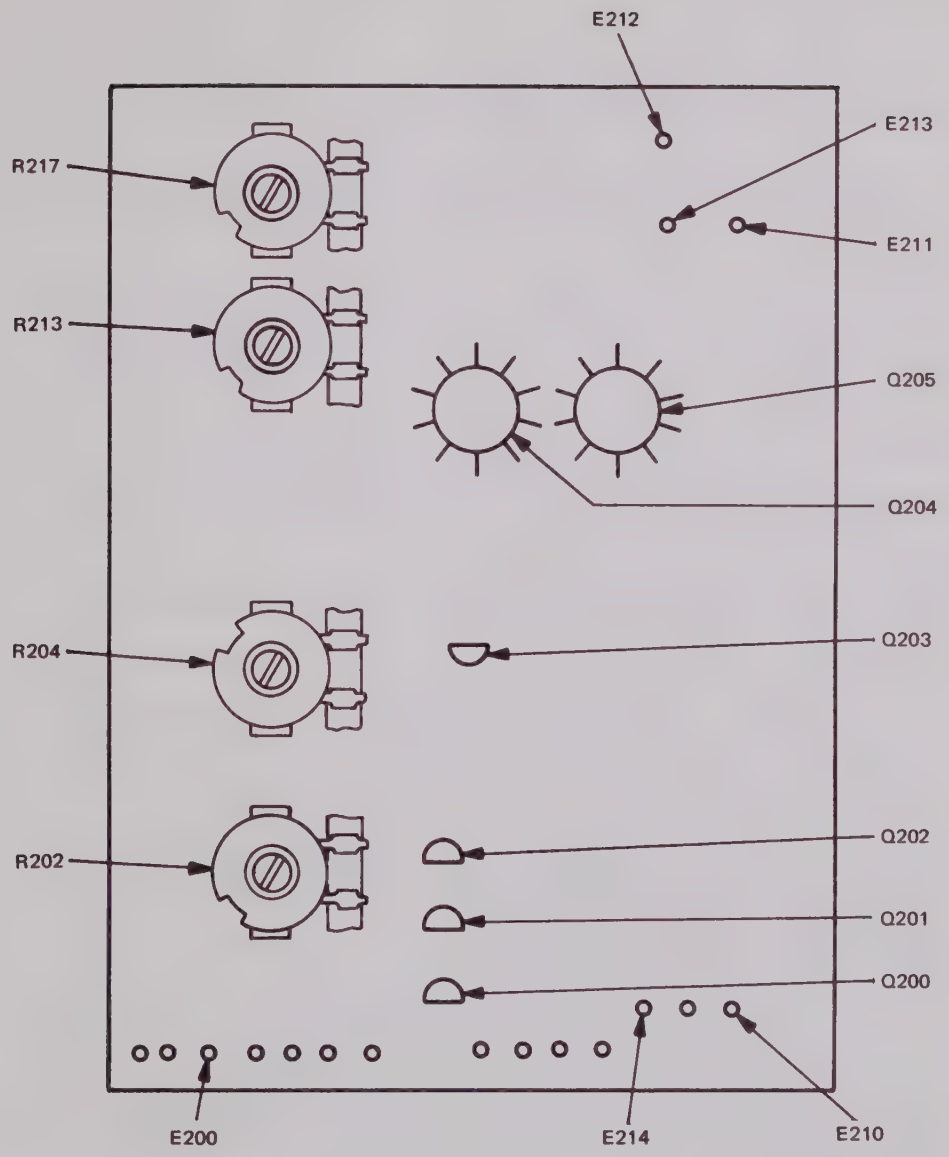

Figure 9-1. Horizontal Amplifier Board Assembly A4
9.4.1 HORIZONTAL AMPLIFIER BOARD ASSEMBLY A4 (FIGURE 9-1).